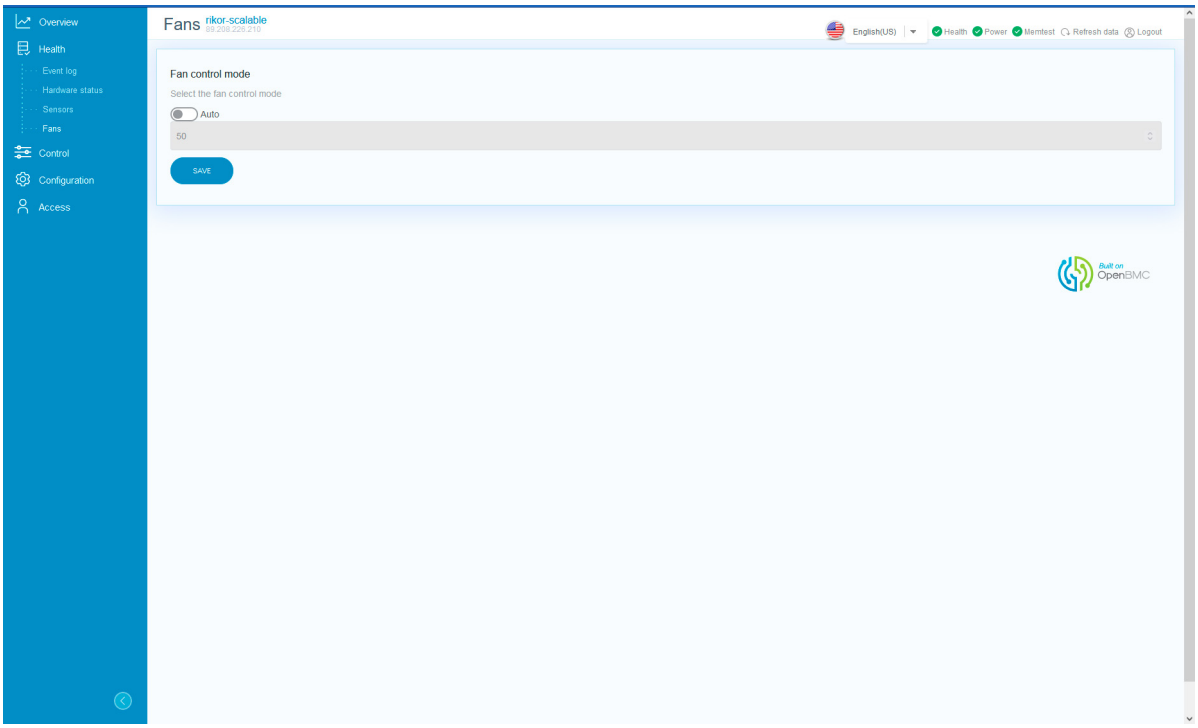

Рис. 81. Окно «Fans»
5) Пройдите во вкладку «Health» → «Fans» в данной вкладке отображается информация по вентиляторам установленным в сервере. В поле «Fan control mode» установите переключатель в активное положение чтобы управлять режимом работы вентиляторов охлаждения. В раскрывающимся списке выберете режим скорости вращения. Окно показано на рис. 81 Окно «Fans»